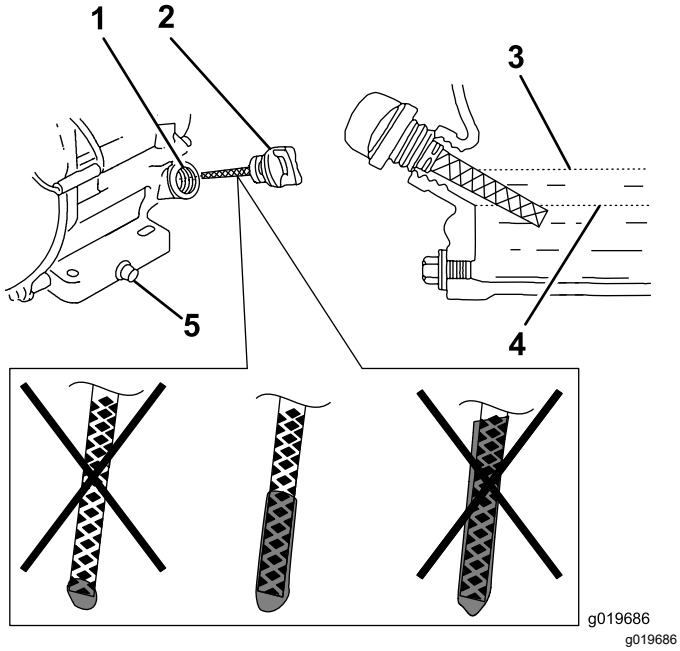

Figur 30
6. Ta ut peilestaven og kontroller motoroljenivået (Figur 30).